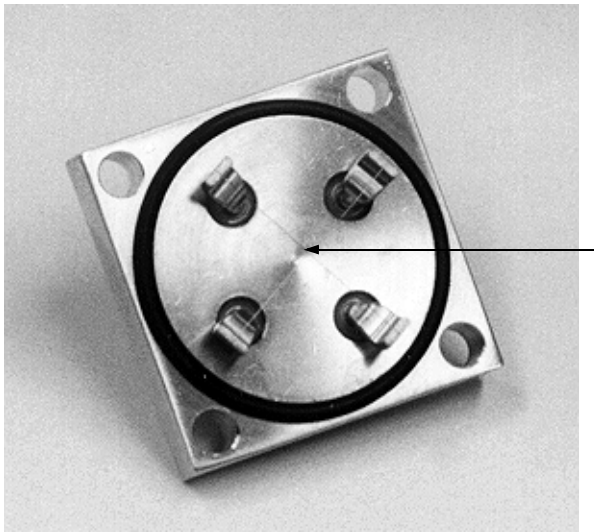

Figure 5-31 Button TC with Flange Cap and Sensing Wire
4. Remove the Button TC carefully and place it sensing wire side up as shown in Figure 5-31, (contact pin side down) on a clean surface.